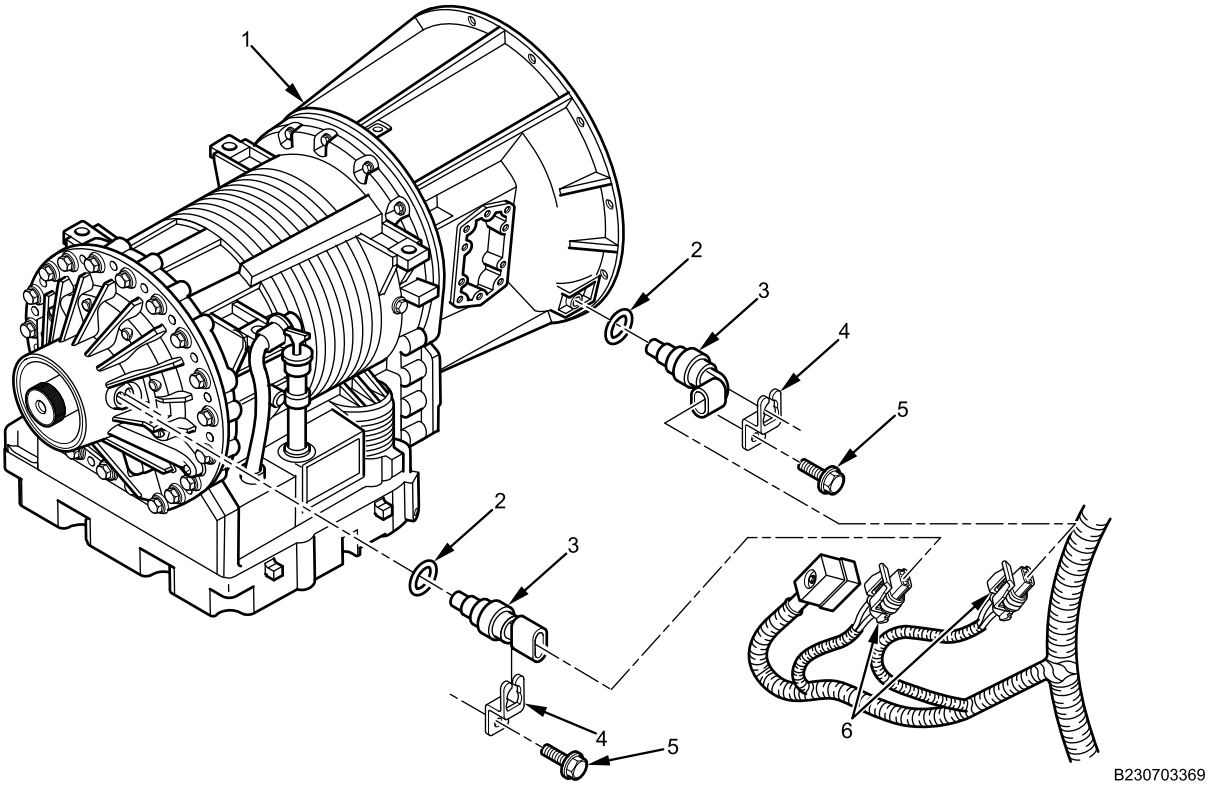

Figure 2. Transmission Input and Output Speed Sensors.
1. Install new O-ring (Figure 2, Item 2) on speed sensor (Figure 2, Item 3).
2. Install speed sensor (Figure 2, Item 3) with new O-ring (Figure 2, Item 2) in transmission (Figure 2, Item 1) and press firmly until seated.
3. Install retainer (Figure 2, Item 4) on sensor (Figure 2, Item 3) with bolt (Figure 2, Item 5). Tighten bolt securely.
4. Install electrical connector (Figure 2, Item 6) on speed sensor.